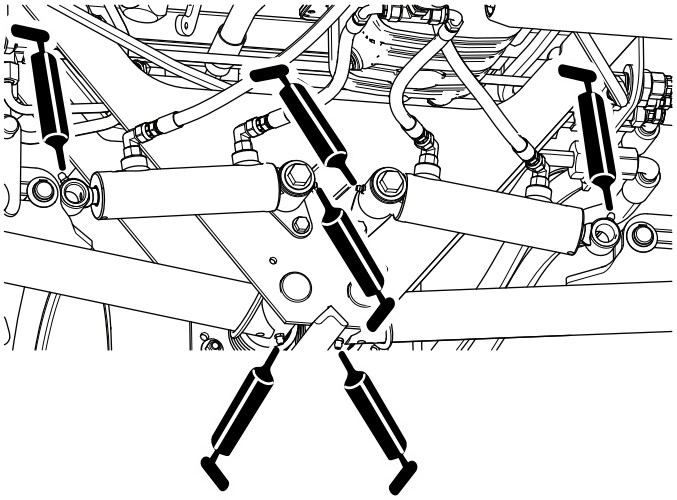

Figur 50
- Bakre lyftarmstappar och lyftcylindrar (4 av varje), se Figur 50.